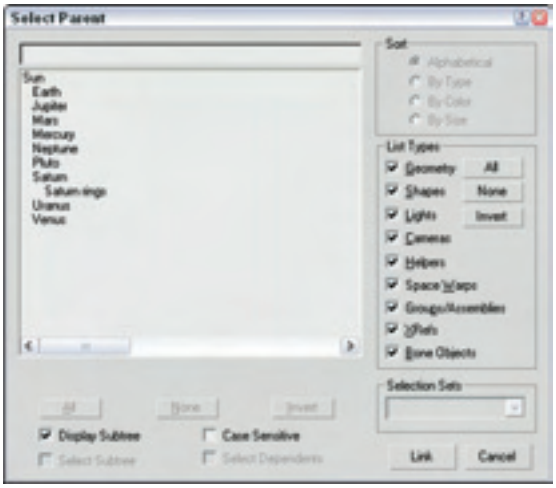

Figure 9-7: The Select Parent dialog box indents all child objects under their parent.
Clicking the Select by Name button (H) on the main toolbar opens the Select Objects dialog box; click the Display Subtree option to see all the children under the selected object. Figure 9-7 shows the Select Parent dialog box with the Display Subtree option selected.